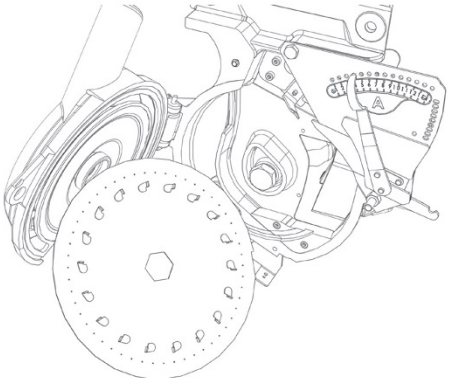

Rysunek 21
• Włożyć odpowiednią tarczę. (Rysunek 21)